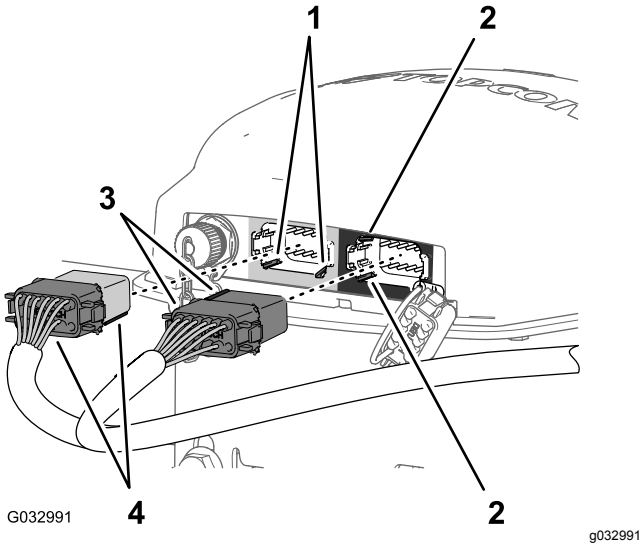

Figur 167
3. Innrett de to kilene på den lange siden av den grå og svarte kontakten med tolv sokler i dataledningssatsen med de to sporene i den nedre, vertikale veggen i den venstre (grå) kontakten med tolv pinner i navigasjonsmottakeren (Figur 167).
4. Koble den grå og svarte kontakten med tolv sokler i dataledningssatsen til den venstre (grå) kontakten med tolv pinner i navigasjonsmottakeren til kontaktene klikker på plass (Figur 167).
5. Innrett de to kilene på den korte siden av den svarte kontakten med tolv sokler i dataledningssatsen med de to kilesporene i den venstre, vertikale veggen i den høyre (svarte) kontakten med tolv pinner i navigasjonsmottakeren (Figur 167).
6. Koble den helt svarte kontakten med tolv sokler i dataledningssatsen til den venstre (svarte) kontakten med tolv pinner i navigasjonsmottakeren til kontakten klikker på plass (Figur 167).